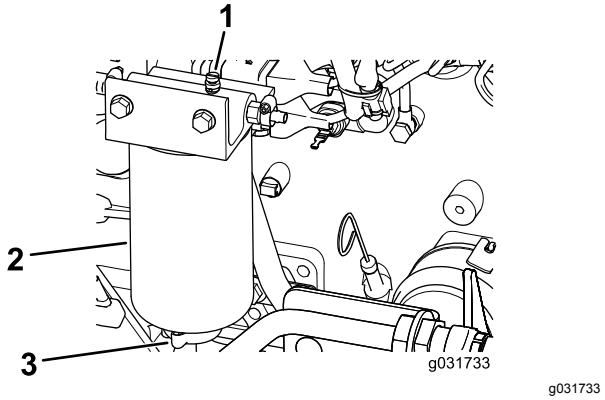

**Figur 105**
2. Lossa avtappningsventilen i botten av filtret (Figur 105).
2. Töm ut lite bränsle genom att lossa avluftarpluggen och öppna tömningsventilen (Figur 105).